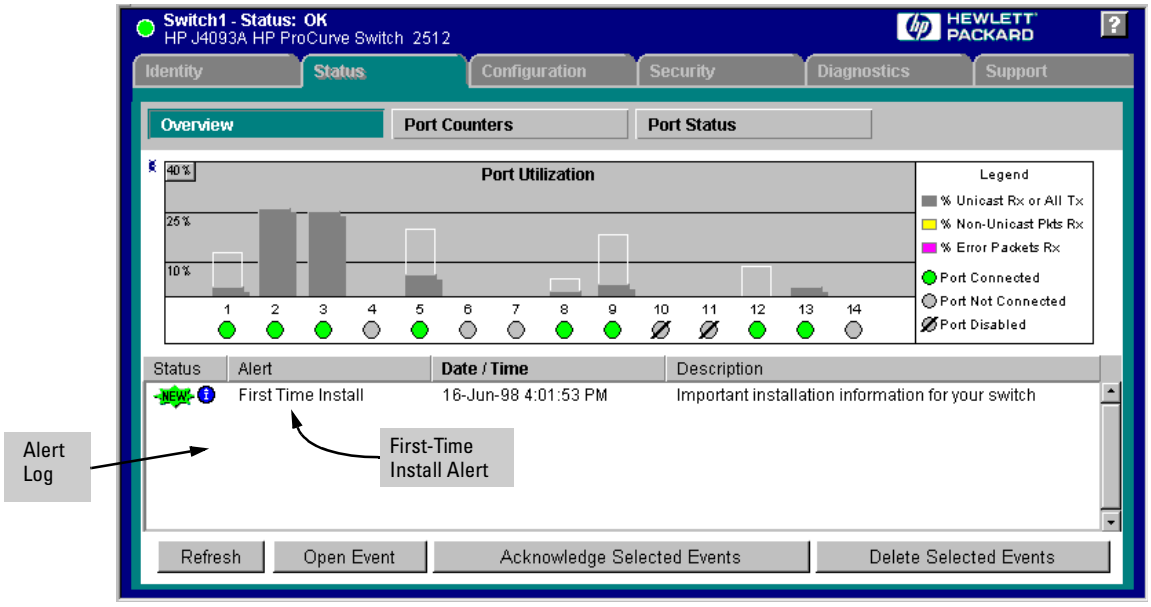

Figure 4-1. Example of Status Overview Screen
3. The web browser interface automatically starts with the Status Overview window displayed for the selected device, as shown in figure 4-1.
Double click on **First Time Install** in the Alert log (figure 4-1 on page 4-7). The web browser interface then displays the "First Time Install" window, below.